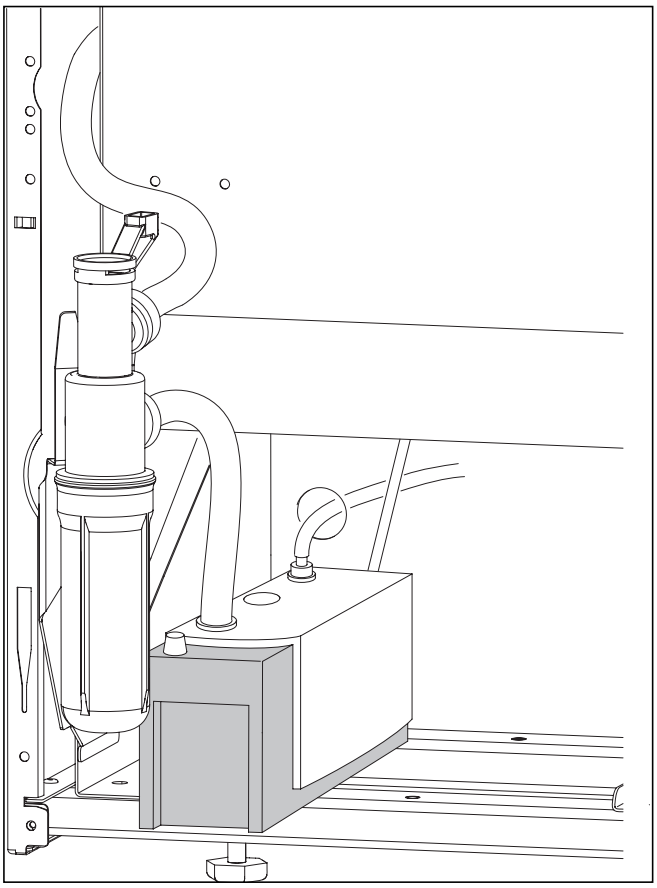

Rys. 5.4 Zainstalowanie węża odprowadzania kondensatu z pompą do odprowadzania kondensatu ecoLEVEL
- Skrócić przewód odpływowy kondensatu do potrzebnej długości (ok. 170 - 200 mm) - patrz rys. 5.4.